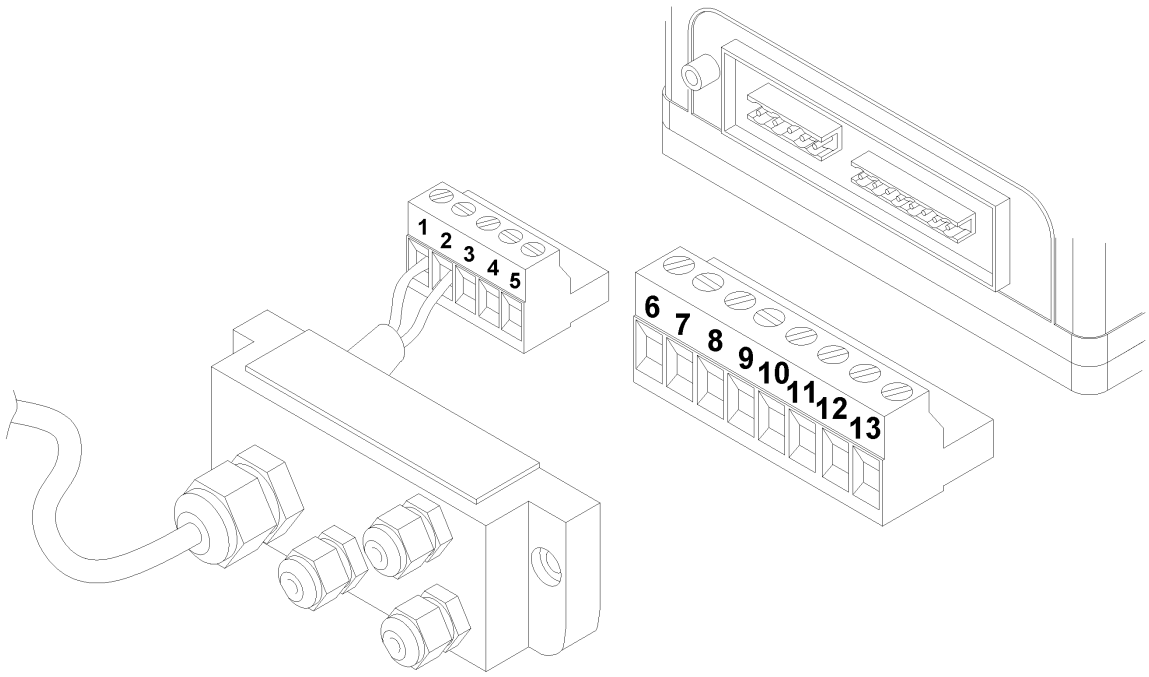

Bild 4-1: Verdrahtung Anschlüsse
a) Anschluss der Niveau-Sonde auf die Klemmen 8 und 9 (siehe Bild 4-1).
b) Anschluss der Niveau-Sonde auf die Klemmen 8 und 10 (siehe Bild 4-1).